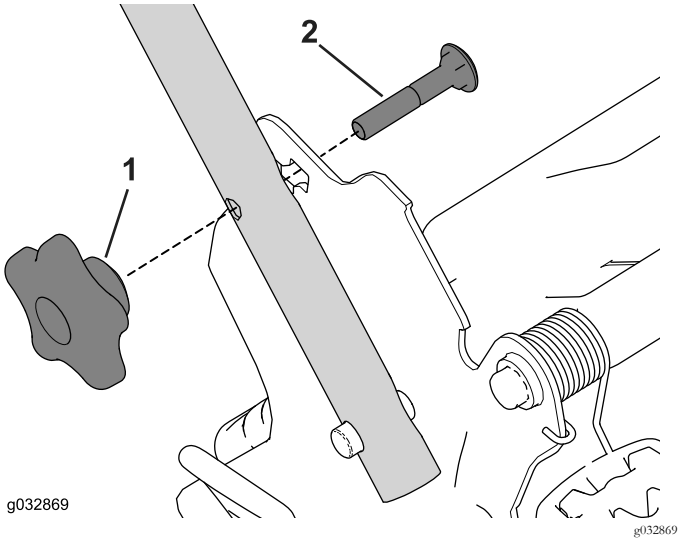

Figuur 29
1. Verwijder en bewaar de 2 handgreepknoppen en 2 slotbouten van de handgreepbeugels (Figuur 29).